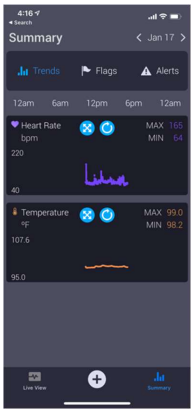

Figure 29: Add Flag
1. To add a Flag, Select the Plus sign icon located at the bottom of the main app Main Window (Figure 29).